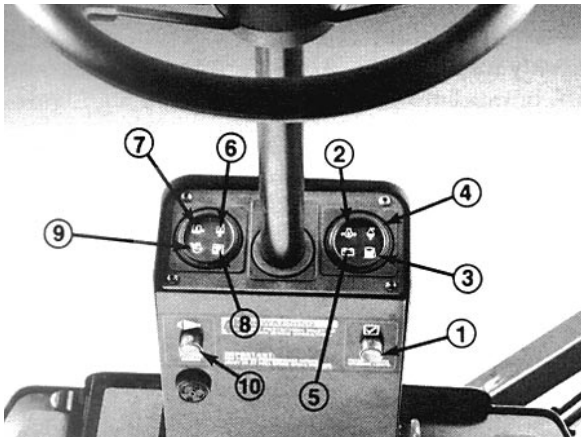

**Bild 8**
**Warnlampenprüftaste** (Bild 8)—Vor Inbetriebnahme ist die Prüftaste zu drücken. Alle Lampen an der Lenksäule müssen aufleuchten. Jede Lampe, die nicht aufleuchtet, weist auf eine elektrische Störung hin, die unverzüglich zu beheben ist. Die Öldruck- und Batteriewarnlampen leuchten auf, wenn der Zündschlüssel auf EIN gedreht wird.
**Hydraulik- und Motorwarnlampen** (Bild 8)—Wenn diese Lampen aufleuchten, die Maschine sofort zum Stillstand bringen und unverzügliche Reparaturmaßnahmen treffen.
**Öldruckwarnungen** (Bild 8)—Gefährlich niedriger Motoröldruck wird sowohl durch eine Warnlampe wie ein Tonsignal angezeigt. In solchen Fällen ist der Motor unverzüglich abzustellen und das Problem zu beseitigen.
**Kraftstoffsystemwarnung** (Bild 8)—Überschüssiges Wasser im Kraftstoffsystem wird durch Warnlampe und Tonsignal angezeigt.
**Kühlmitteltemperaturwarnung** (Bild 8)—Wenn die Kühlmitteltemperatur höher als 95° C geht, leuchtet eine Warnlampe auf und ein Tonsignal wird ausgegeben. Der Motor stellt sich automatisch ab, wenn die Kühlmitteltemperatur höher als 110° C geht. Dieser
**Warnung - keine Batterieladung** (Bild 8)—Fehlende Batterieladung wird durch Aufleuchten einer Warnlampe und Ausgabe eines Tonsignals angezeigt.
**Hyrauliköltemperaturwarnung** (Bild 8)—Warnlampe und Tonsignal warnen vor zu hoher Hydrauliköltemperatur.
**Hydraulikölstandwarnung** (Bild 8)—Warnlampe und Tonsignal warnen vor zu niedrigem Hydraulikölstand. Fällt der Hydraulikölstand weiter, kommt der Motor automatisch zum Stillstand. Der Motor läßt sich unter solchen Umständen erst nach Korrektur des Hydraulikölstands auf angemessenes Niveau wieder anlassen.
**Hydraulikölfilterwarnung** (Bild 8)—Warnlampe und Tonsignal warnen vor verstopftem Hydraulikölfilter.
**Luftfilterwarnung** (Bild 8)—Warnlampe und Tonsignal warnen davor, daß der Filter verstopft ist und eine Wartungsmaßnahme zu treffen ist.
**Alarmstilltaste** (Bild 8)—Drücken dieser Taste stillt den Alarm. Das Alarmsystem entriegelt sich und stellt sich automatisch zurück, sobald die Ursache der Auslösung behoben ist oder die Alarmstilltaste gedrückt wird.